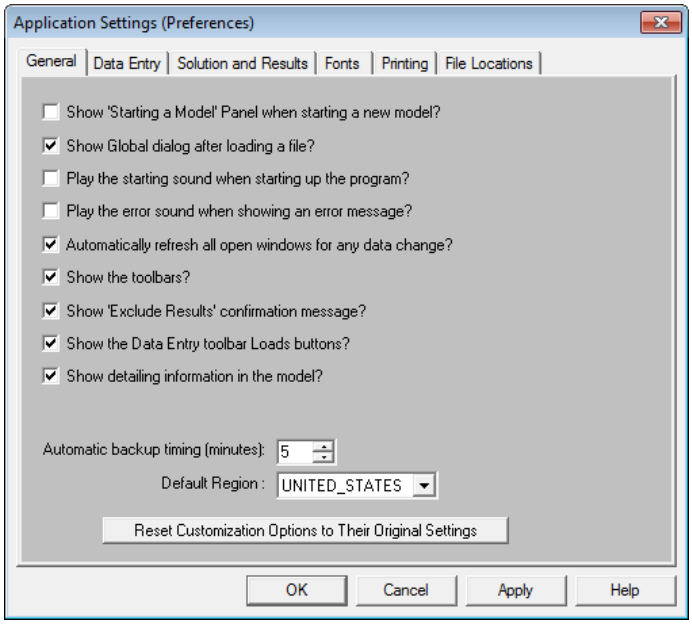

Figure 2-29 *The application settings in the* ***General*** *tab of the* ***Application Settings (Preferences)*** *dialog box*
2. In the **General** tab, select the check boxes as represented in Figure 2-29.